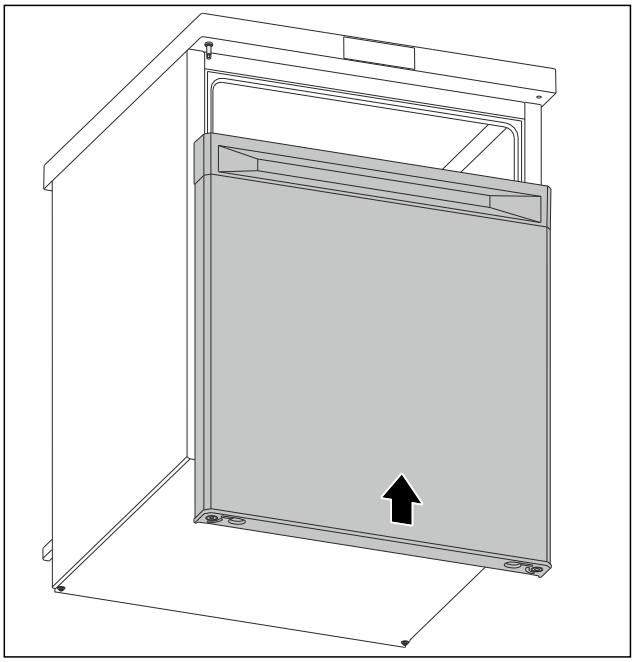

Fig. 13
▶ Når døren er lukket, skubbes den på den øverste bolt. (se Fig. 13)